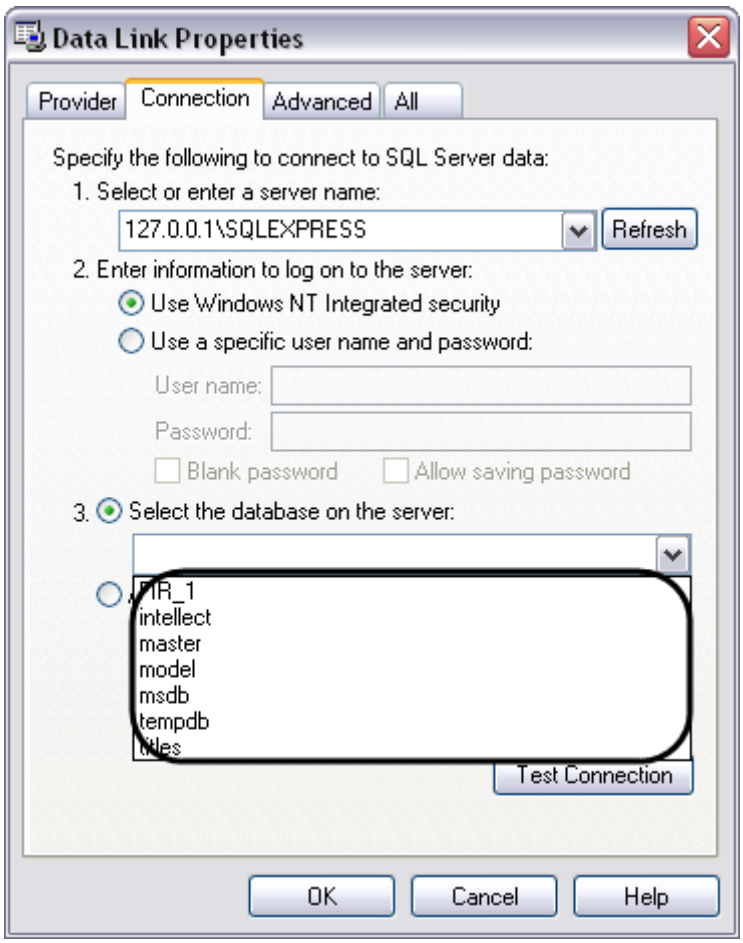

Figure 9.4-16. Selecting the database on the SQL server
d. Select the database to be used as main in the Select the Database on the Server drop-down list. To open the list of available databases on the SQL server, click the button (Figure 9.4-16).